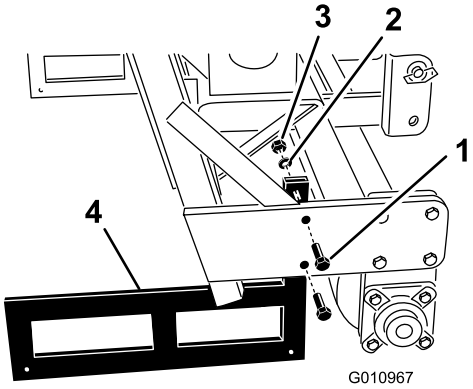

**Figuur 32**
2. Verwijder de bouten en moeren waarmee de opslagstandaarden aan beide uiteinden van de beluchter zijn bevestigd (Figuur 32).